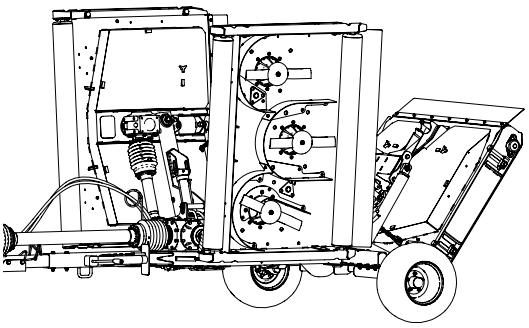

Figuur 69
2. Breng de maaidekken omhoog en vergrendel ze, zet de motor af en verwijder het sleuteltje (Figuur 69).